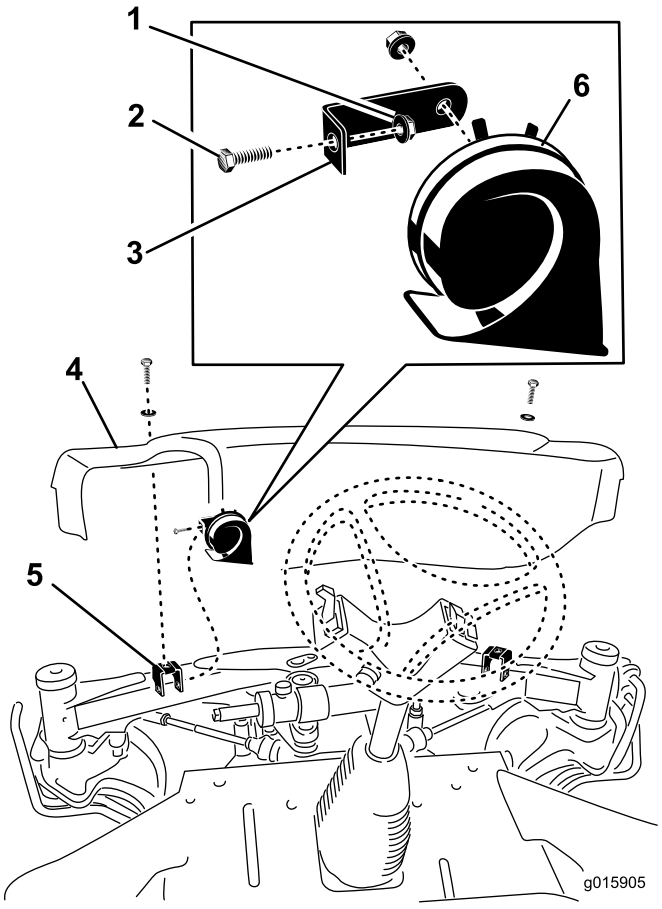

Figure 8
1. Remove the (2) screws and washers securing the front cover to the front axle brackets (Figure 8). Remove the front cover.
2. Mount the horn bracket to the left cover mounting bracket with the 5/16 x 3/4 inch screw and 5/16 inch flange head nut (Figure 8).
4. After the wire harness is connected to the horn, mount the front cover to the front axle with the (2) screws previously removed.